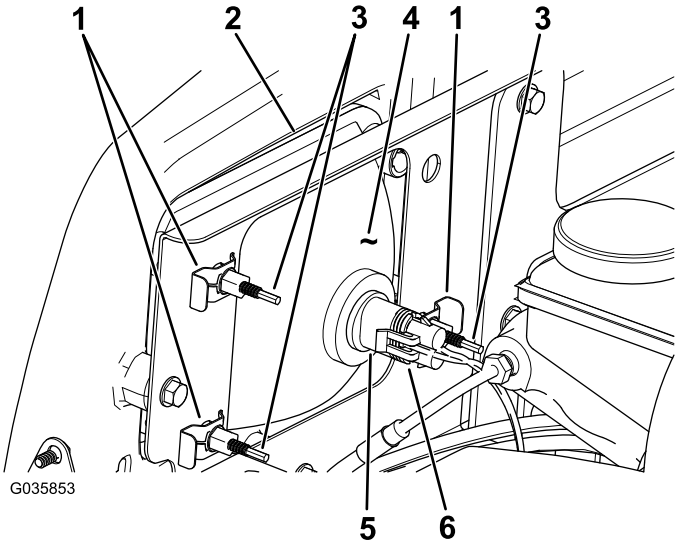

Figur 53
3. Frakoble den elektriske forbindelsen for nettet fra koblingsstykket til pæreenheten (Figur 53).
4. Fjern hurtigklemmene som fester frontlysene til frontlysbraketten (Figur 53).
5. Fjern frontlysenheten ved å flytte den fremover gjennom åpningen i fremre støtfanger (Figur 53).
6. Fest det nye frontlyset gjennom åpningen i støtfangeren (Figur 53).
8. Tilkoble den elektriske forbindelsen for nettet til koblingsstykket til pæreenheten (Figur 53).
2. På baksiden av frontlysenheten roterer du justeringsskruene (Figur 53) for å svinge frontlysenheten og stille inn posisjonen for stråleretningen.